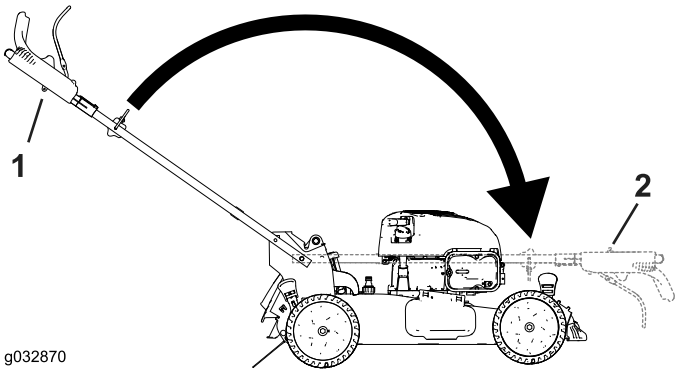

Figura 28
3. Doble el manillar girándolo hacia adelante (Figura 28).